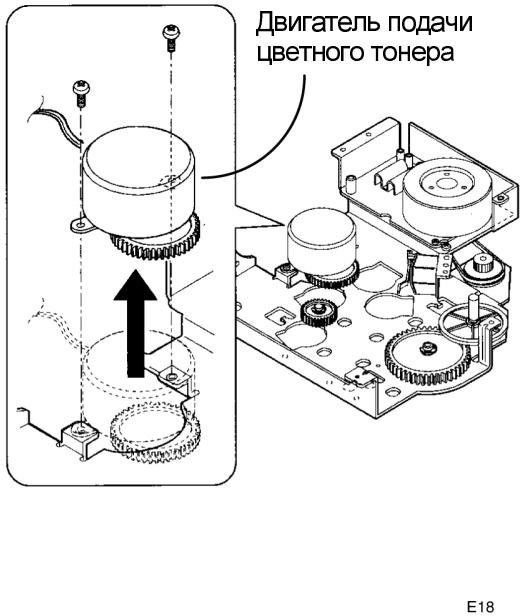

Рисунок 2. Снятие двигателя подачи цветного тонера
4. (Рисунок 2): Снимите двигатель подачи цветного тонера.